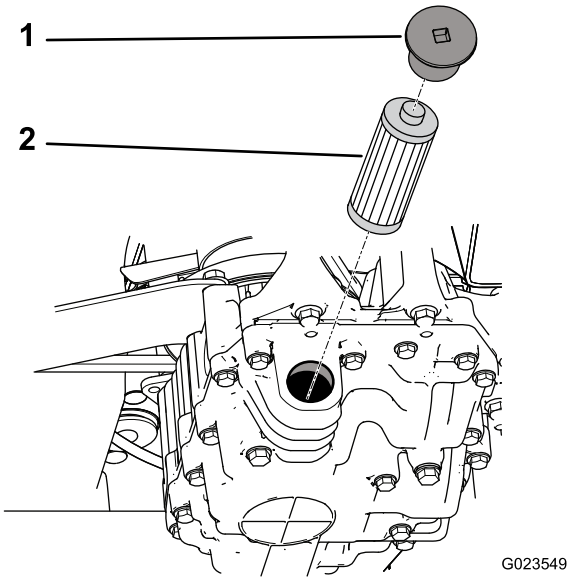

Figur 71
5. Fjern filterdækslet, og træk filteret ud af transmission (Figur 71).